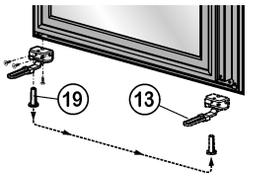

Fig. 12
- ▶ Transfer the stop *Fig. 12 (13)* to the opposite side and screw it firmly into place **(with 2 Nm)**.
- ▶ Check whether there is a white plastic sleeve in the door bearing on the opposite side. If not*: Draw the plastic sleeve *Fig. 12 (19)* out of the door bearing and insert it snugly at the opposite side.